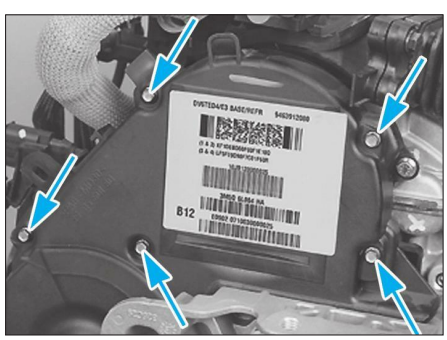

**Fig. 7**
• Déposer le carter supérieur de distribution **(Fig.7)**.